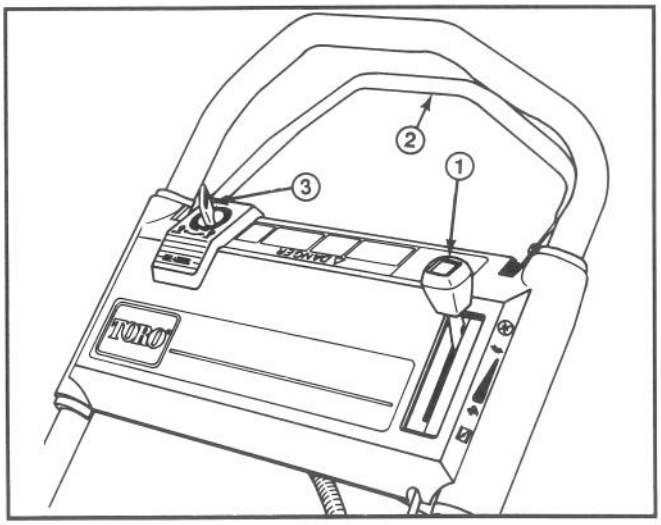
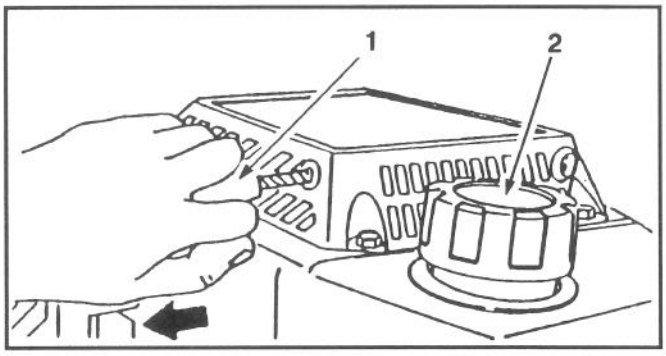
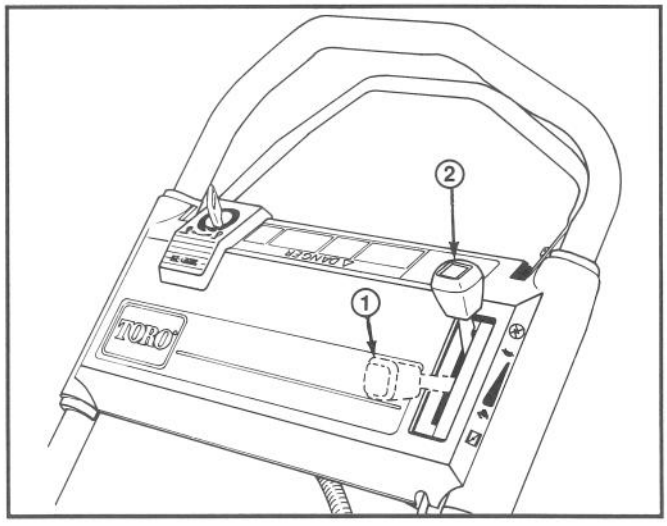

Abbildung 8
Abbildung 9
Abbildung 10
1. Rund um den Kraftstofftankverschluß reinigen und die Kappe vom Tank entfernen (Abb. 9). Bei bleifreiem Benzin den Kraftstofftank bis 6-13 mm unter den Einfüllstutzen füllen.
1. ÖLSTAND PRÜFEN—Ölstand, wie auf dem Ölmeßstab gezeigt, zwischen VOLL und NACHFÜLLEN halten (Abb. 8).
2. SCHNEIDEN UND AUFFANGEN—Beste Ergebnisse werden erzielt, wenn nur etwa 1/3 des Grashalms geschnitten wird. Wird langes Gras geschnitten, empfiehlt sich die höchste Schnitthöheneinstellung (E) für den ersten Mähgang. Danach ist das Gras mit einer üblichen Schnitthöhe noch einmal zu mähen. Wird zu langes Gras gemäht, kann der Mäher verstopfen und der Motor abgedrosselt werden.
STEUERVORRICHTUNG—Schlüsselschalter, Gashebel und Antriebshebel befinden sich am oberen Griff (Abb. 8). Der Seilstarter befindet sich am Motoroberteil (Abb. 9).
2. STARTEN MIT E-START—Den Gashebel auf CHOKE stellen (Abb. 10). Den Schlüssel auf START drehen (Abb. 8) und loslassen sobald der Motor läuft. Den Gashebel auf SCHNELL stellen oder die gewünschte Geschwindigkeit einstellen. Ist die Batterie entladen, kann der Motor mit dem Seilstarter gestartet werden (Abb. 9).
3. SEILSTARTER—Den Gashebel auf CHOKE stellen (Abb. 10). Den Seilstarter ziehen (Abb. 9) bis das Spiel überwunden ist; dann fest anziehen, um den Motor zu starten. Startet der Motor, den Gashebel auf SCHNELL oder die gewünschte Geschwindigkeit einstellen.
4. STOPPEN (Abb. 10)—Zum Stoppen des Motors den Gashebel in die AUS-Stellung zurückschieben. Den Schlüssel aus dem Schalter ziehen. Das Kabel von der Zündkerze abziehen, wenn der Mäher unbeaufsichtigt ist oder nicht verwendet wird.